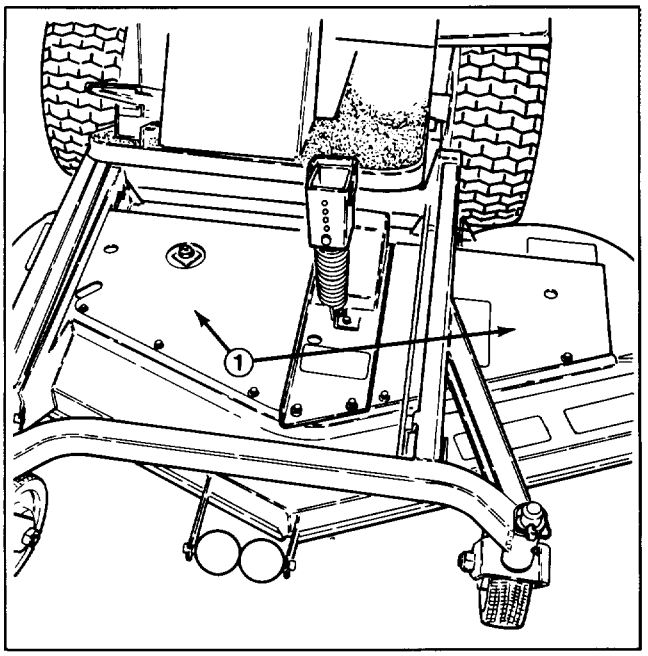

Figure 31
2. Unhook latches securing left and right covers to top of cutting unit (Fig. 31).
8. Reinstall covers and secure latches (Fig. 31).